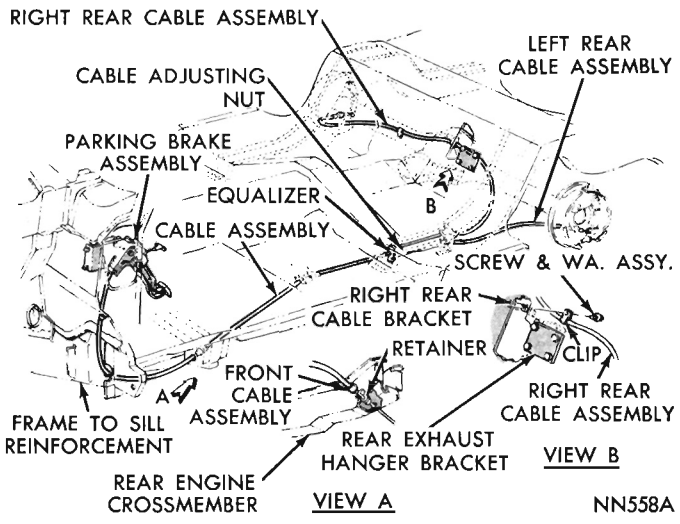

Fig. 1—Parking Brake Cable Routing (Plymouth)
(1) Release parking brake lever and loosen cable adjusting nut to insure cable is slack, (Figs. 1 or 2). Before loosening cable adjusting nut, clean threads with wire brush and lubricate with grease.
(2) Tighten cable adjusting nut until a slight drag is felt while rotating wheel, loosen cable adjusting nut until both rear wheels can be rotated freely, then back off cable adjusting nut two full turns.
(3) Apply parking brake several times, then release and test to see that rear wheels rotate freely without dragging.
The independent rear brake cables are attached to an equalizer (Fig. 1). The front cable is adjusted at the equalizer.